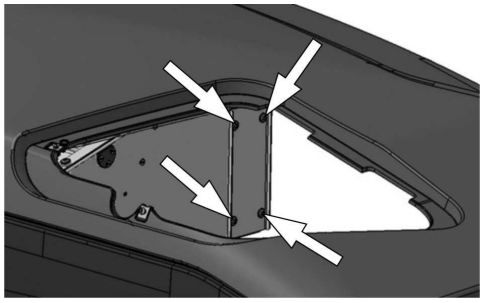

Рис. 4-12 Снятие пластины фильтра
3. Отвернуть четыре винта крепления пластины кожуха фильтра (рис. 4-12) и вынуть пластину.